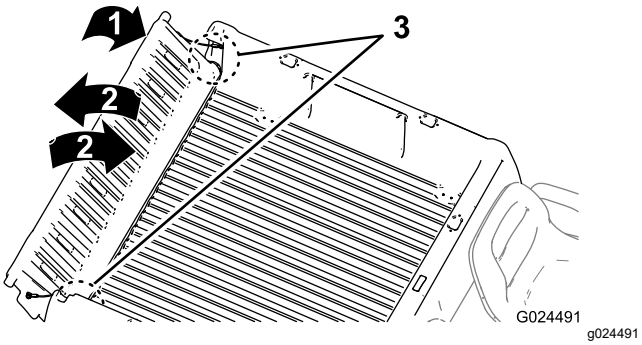

**Figur 16**
2. Fäll flakskyddet till cirka 45 graders läge (Figur 16).
3. Skaka flakskyddet med korta rörelser för att vrida det framåt och bakåt flera gånger (Figur 16).